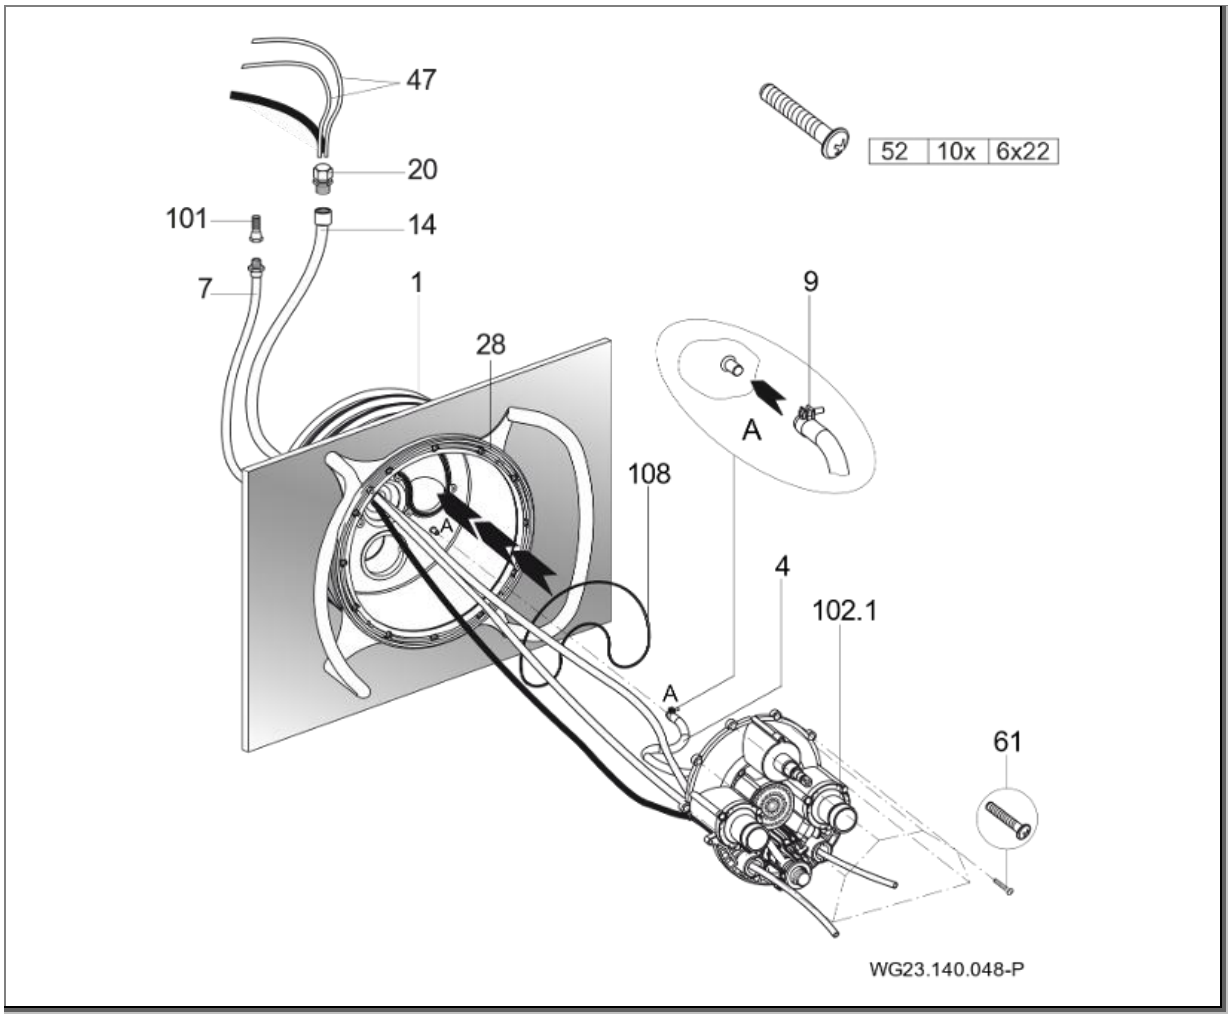

Fig. 18
2. Poner el anillo toroidal (108) en la carcasa para montaje empotrado (1). (Fig. 18)
3. Atornillar los diez tornillos con rosca cortante (61) en la caja de boquillas. Aplicar la caja de boquillas premontada (102.1) a la carcasa para montaje empotrado (1). (Fig. 18)
4. Guíe las mangueras neumáticas o los cables de los pulsadores piezo a través de los orificios inferiores y/o exteriores de la carcasa de las boquillas (102.1); ON/OFF enlaces de luz, ON/OFF bomba a derecha. (Fig. 18)
5. Guíe las mangueras neumáticas (47) o los cables de los pulsadores piezo y los cables del reflector a través de la manguera protectora (14) y obtúrelos con el racor para cables (20). (Fig. 18)
6. El tubo de conducción de aire interno (4), ya completamente premontado en la caja de boquillas (102.1) o en la regulación del aire, fijarlo con la sujeción de tubo (9) en la carcasa para montaje empotrado (1). (Fig. 18)